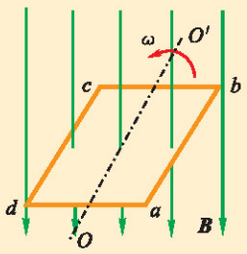

图 2-1-10
2. 如图 2-1-10 所示，单匝线圈 ab 边长为 20 cm，bc 边长为 10 cm，绕垂直于磁场方向的轴 OO' 匀速转动，转速为 50 r/s，设磁感应强度 B 为 0.01 T. 求：